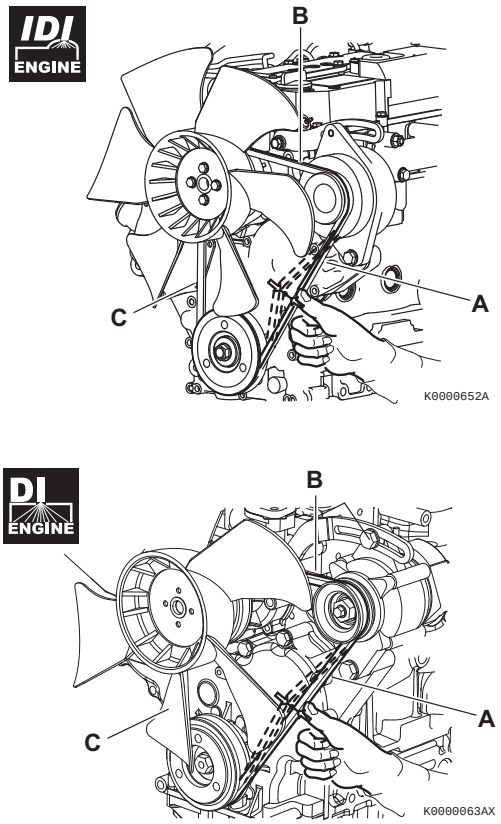

Figure 4
There are three positions to check for V-belt tension **(Figure 4, (A), (B) and (C))**. You can check the tension at whichever position is the most accessible. The proper deflection of a used V-belt at each position is: